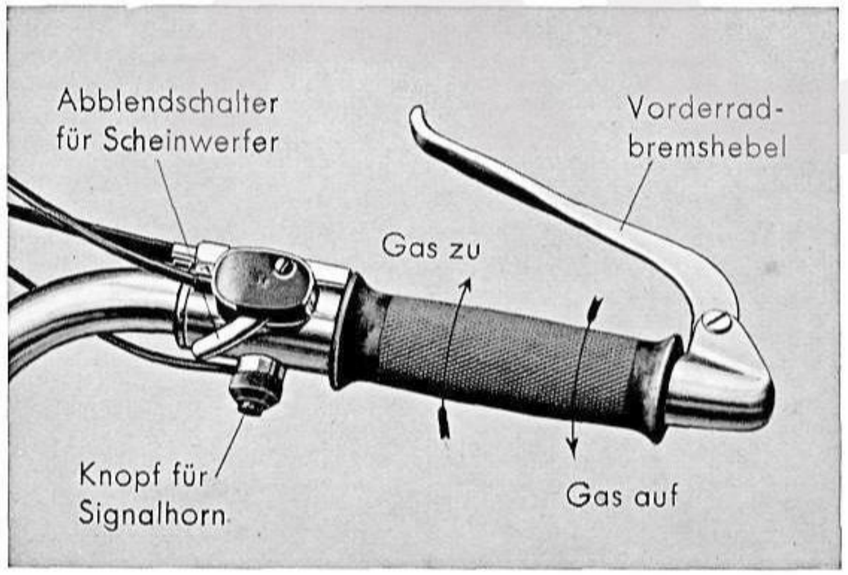

Abb. 3. Rechtes Lenkerende (Gasdrehgriff)
a) Gasdrehgriff: Der Drehgriff, der durch Bowdenkabel die Gasschieber der beiden Vergaser betätigt, öffnet durch Linksdrehung, also nach rückwärts und schließt durch Rechtsdrehung nach vorwärts (Abb. 3)